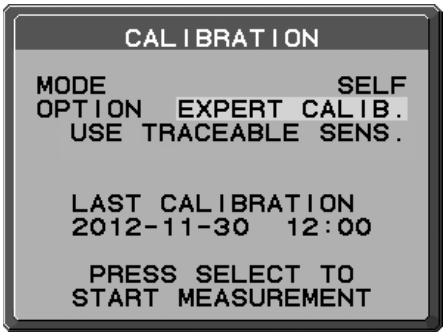

Abbildung S.1
2. Drücken Sie auf LINKS oder RECHTS, um für den MODUS die Einstellung SELBST auszuwählen (**Abbildung S.1**). Drücken Sie SELECT, um zum nächsten Abschnitt zu wechseln.